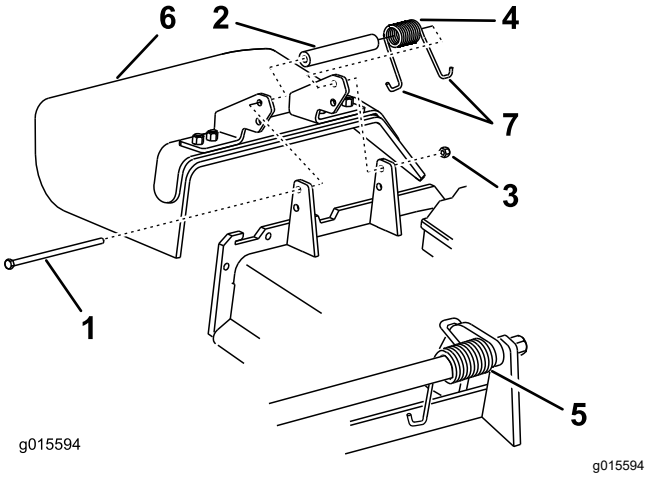

Figur 86
1. Fjern låsemutteren, bolten, fjæren og avstandsstykket som holder avlederen festet til svingbrakettene (Figur 86).
2. Fjern den skadde eller slitte gressavlederen (Figur 86).
Merk: Påse at én **J**-krokende av fjæren er montert bak kanten på klippeenheten før du monterer bolten som vist i Figur 86.
6. Plasser én **J**-krokende av fjæren rundt gressavlederen (Figur 86).